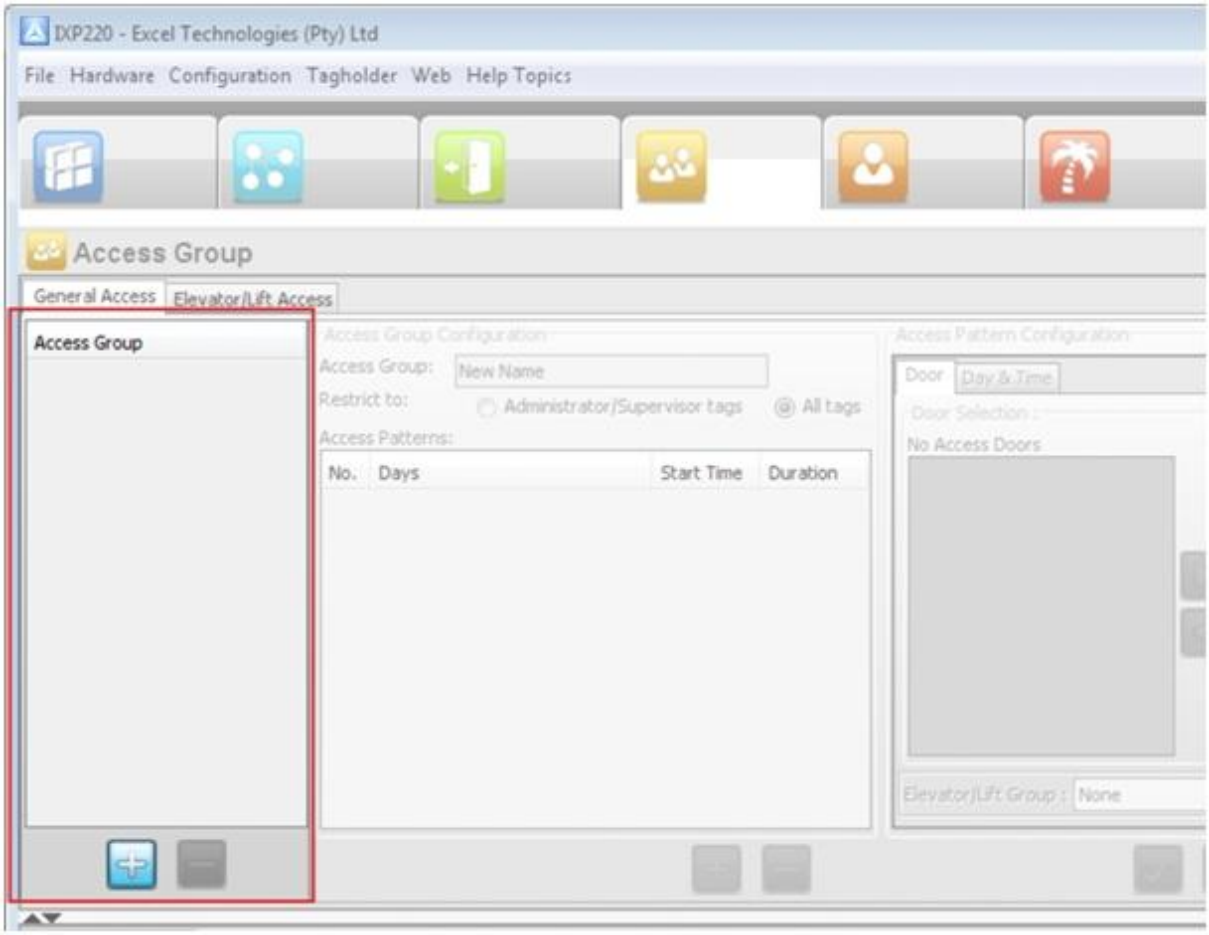

Figure 7 – Left-hand Side of the Access Group Pane (General Access Tab Selected)
2. As highlighted in Figure 7, click the button.